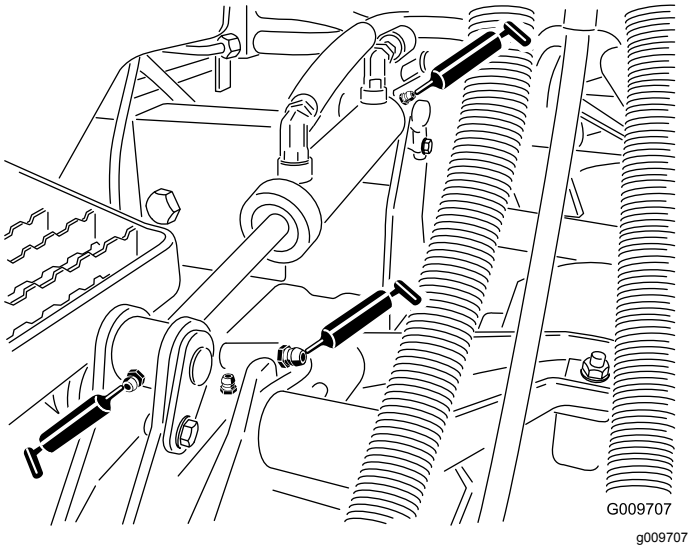

Figur 51
- Lyftarmsbussningar (1 per däck) (Figur 51)
- Lyftcylindersbussningar (2 per däck) (Figur 51)